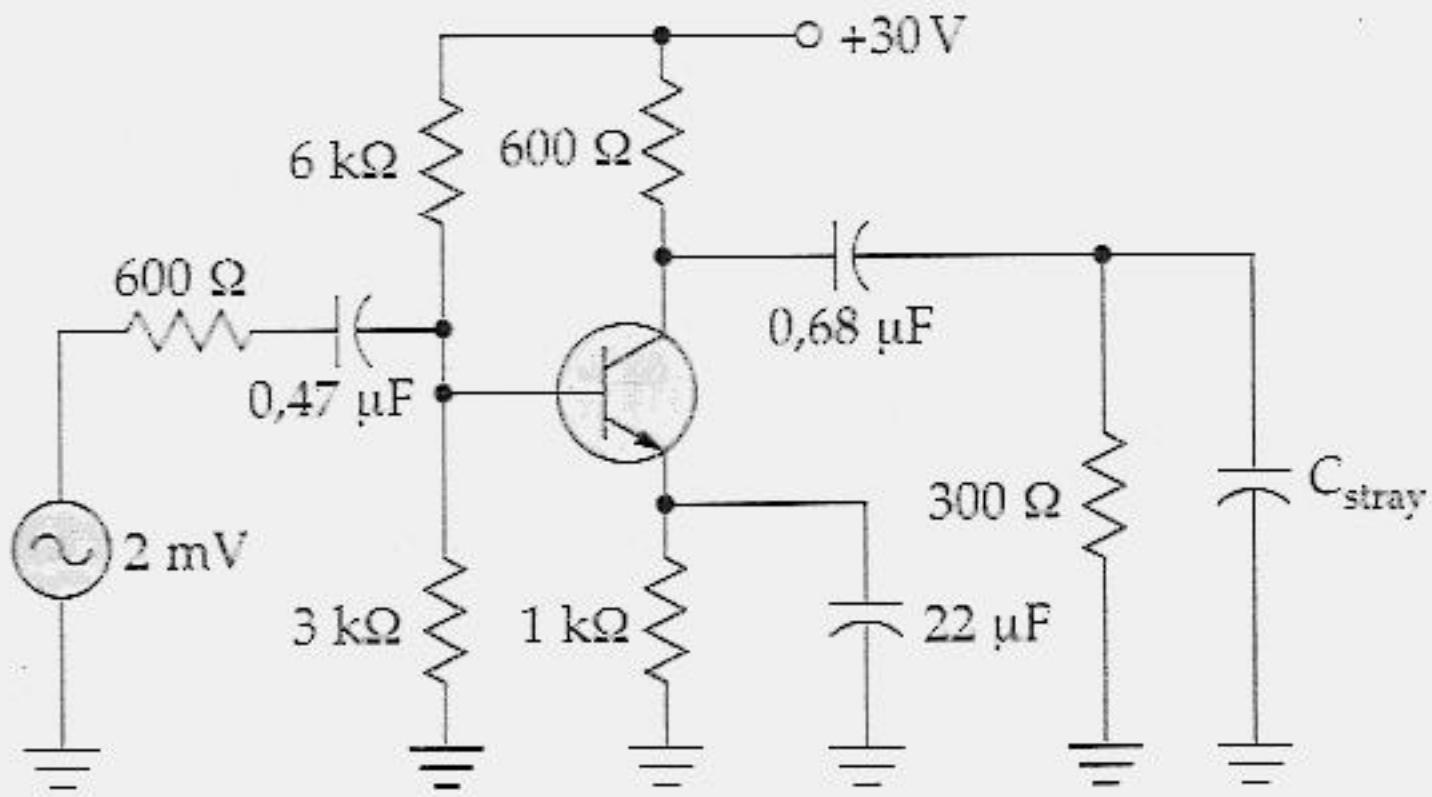

Figura 16.36
16.3 Se β = 100 na Figura 16.36, qual a freqüência crítica do circuito de acoplamento de entrada?
16.4 Qual a freqüência crítica do circuito de acoplamento de entrada na Figura 16.36 se β = 300? E se β = 50?
16.7 Qual a freqüência crítica do circuito de acoplamento de saída na Figura 16.36?
16.10 Se β = 100 na Figura 16.36, qual a freqüência crítica do circuito de desvio do emissor?
16.12 Se $\beta = 150$ na Figura 16.36, quais são as freqüências críticas? Qual a menor freqüência da banda média do amplificador?
16.14 O transistor da Figura 16.36 tem $C'_c = 6$ pF. Qual a freqüência crítica do circuito de desvio do coletor se $C_{stray} = 15$ pF?
16.15 Se $C'_C = 3$ pF e $C_{stray} = 7$ pF na Figura 16.36, qual a freqüência crítica do circuito de desvio do coletor?
16.16 Na Figura 16.36, $C'_c = 4$ pF e $C_{stray} = 10$ pF. Qual a freqüência crítica do circuito de desvio do coletor? O que aconteceria com a freqüência crítica se todas as resistências fossem aumentadas de um fator de 10? E se todas as resistências fossem diminuídas de um fator de 10?
16.22 Na Figura 16.36, $f_T = 500$ MHz, $r'_b = 100$ Ω, $\beta = 200$, $C'_c = 5$ pF e $C_{stray} = 15$ pF. Quais as duas freqüências críticas acima da banda média?
16.23 Na Figura 16.36, $f_T = 750$ MHz, $r'_b C'_c = 240$ ps, $\beta = 100$, $C'_c = 4$ pF e $C_{stray} = 10$ pF. Qual a freqüência crítica dominante acima da banda média?